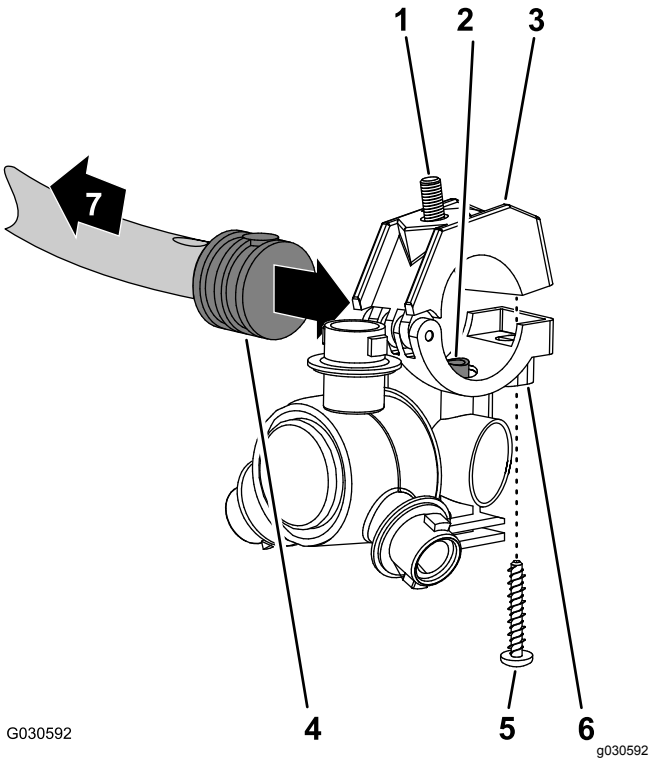

Figuur 108
1. Lijn de verbindingsbuis in de zitting van een spuitdop (Figuur 108) uit met de opening in de zijkant van de enkele steel met slangribbel (1/2").
2. Sluit de bovenste klemhelft rond de geribde slangaansluuiting en zet de halve klem en sproeikopbehuizing (Figuur 108) vast met de roestvast stalen schroef (#12 x 1-1/4 inch); draai de schroef aan met 14 tot 18 N·m